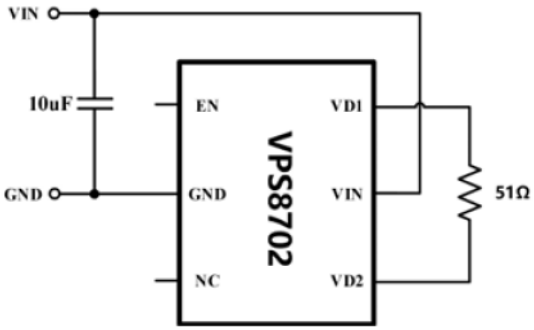

*Figure 11 Standard test circuit for evaluating switching parameters*
*Figure 11* shows the standard test circuit for evaluating switching parameters including switching frequency (fSW), voltage slew rate (VSLEW), and break-before-make time (tBBM). The VD1 and VD2 outputs drive a resistive load through a center-tapped transformer with VIN and EN connected, and a 10 µF input decoupling capacitor.